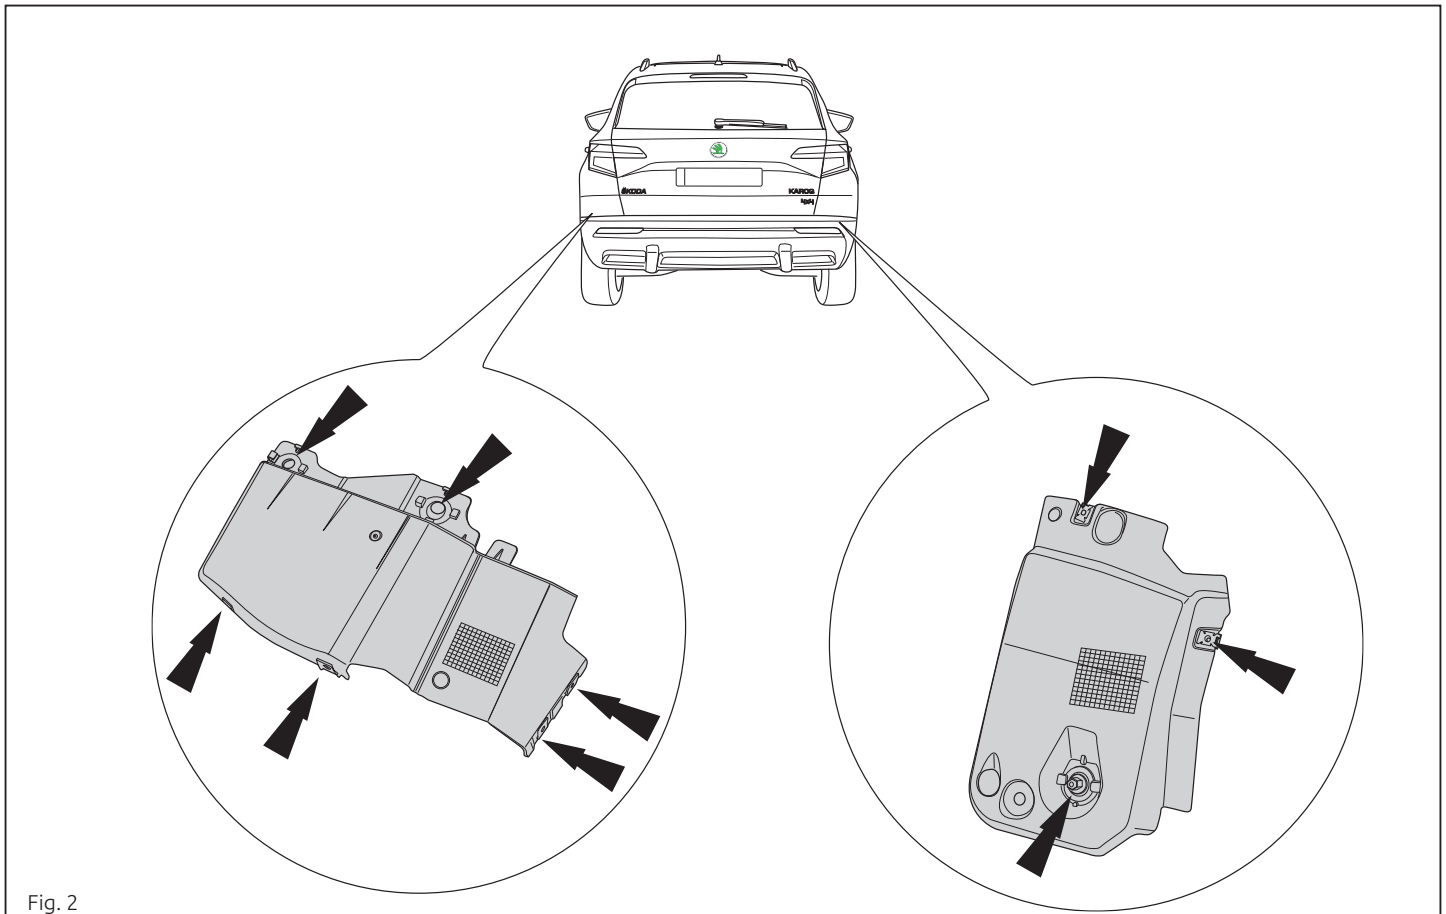

Fig. 2
3. Снять пластмассовые защитные колпаки. См. рисунок 2.